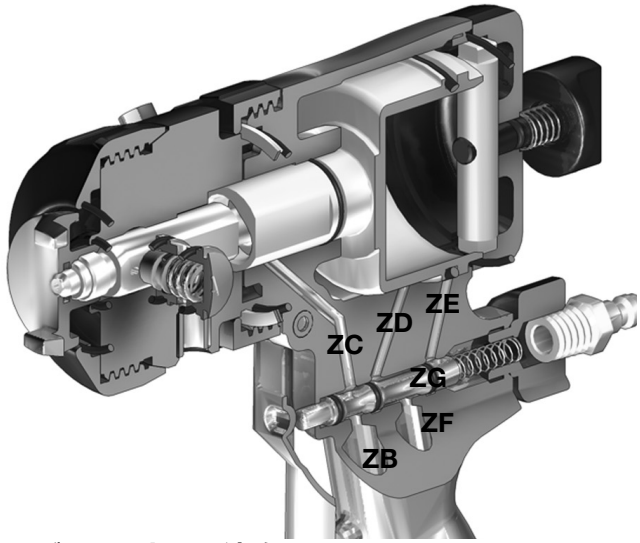

図 1 ガンハンドルの流路
2. 必要に応じ、硫体容器の流路およびドリルビットのハンドルを清掃します。流路の直径および位置については表 1 **および図 1** を参照してください。